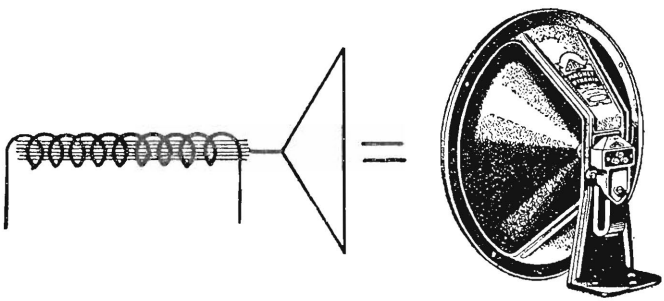

Fig. 11.11. – Esempio di diffusore magnetico (a destra) e relativo simbolo a sinistra.
a) un diffusore magnetico, del tipo di quelli che si adoperavano quando gli apparecchi non venivano alimentati in alternata (fig. 11.11).